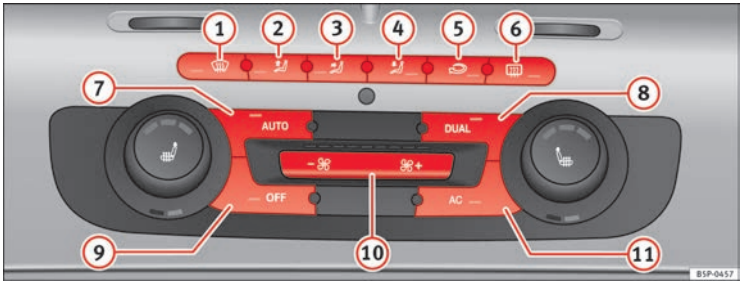

Fig. 129 On the dash panel: 2C Climatronic controls
– Turn the temperature control knobs ⇒ fig. 129 to adjust the temperature on the left hand side or the right hand side respectively.
– Press the AUTO ⇒ fig. 129 button. “AUTO High” is shown on the radio display (high fan speed).
– Press the AUTO button again ⇒ fig. 129. “AUTO Low” is shown on the radio display (low fan speed).